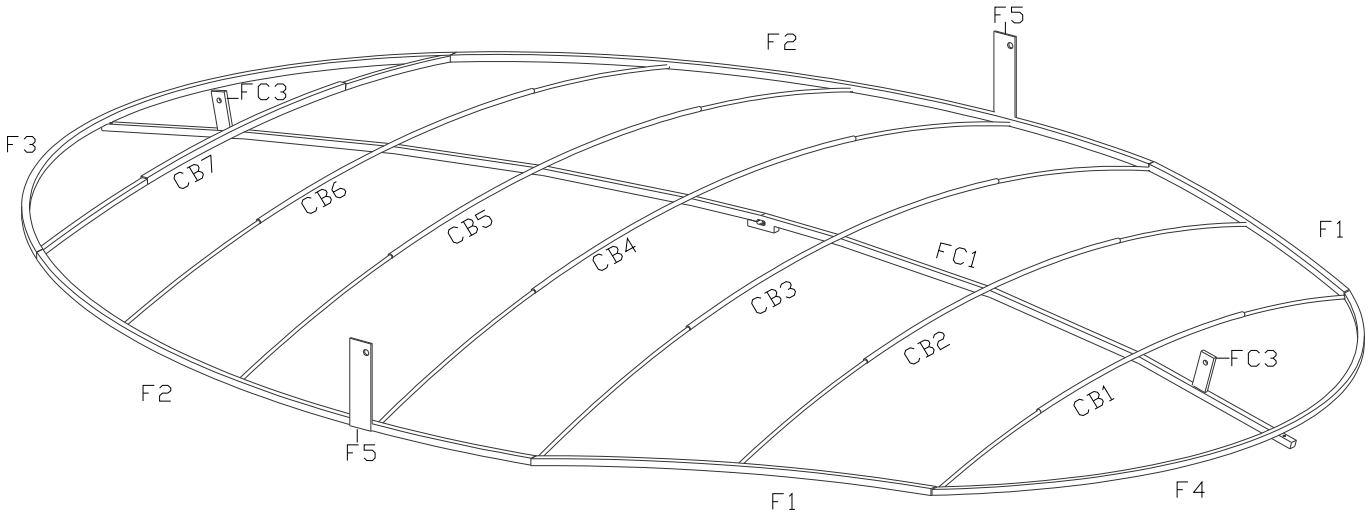
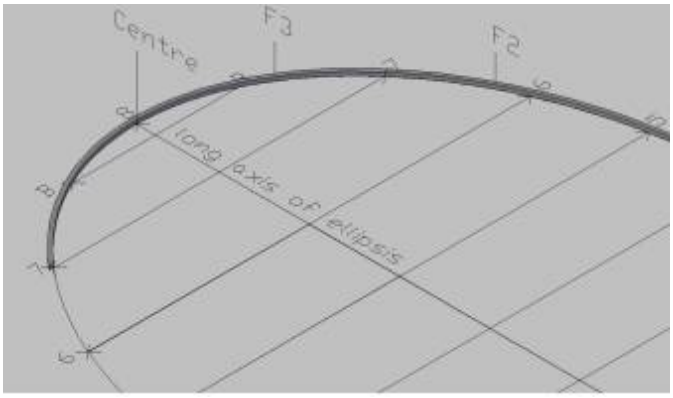

Fig. 29: Réflecteur
Fig. 48: F2, F3 sur le gabarit
2. Courber F2, F3 et F4 de manière elliptique (regarder les positions respectives sur la fig.29). **Vérifier que le coté intérieur de la barre suive très précisément la courbe (tolérance de +/-0.5mm).** voir Fig48